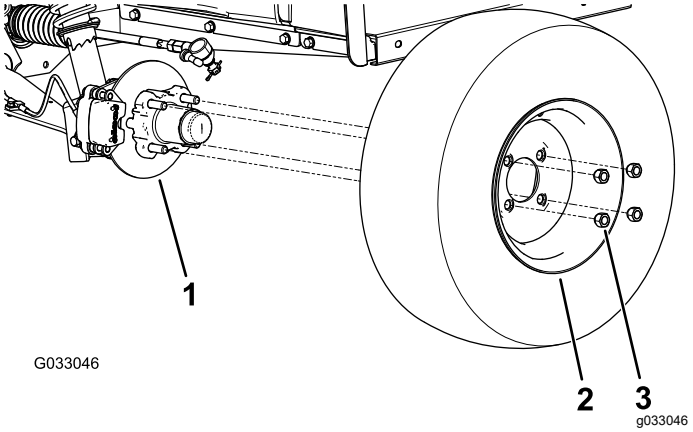

Figur 28
2. Ta bort de fyra hjulmuttrar som håller fast hjulet vid navet (Figur 28).
4. Rikta in hålen i hjulet med tapparna i navet, och montera hjulet på navet med ventilskaftet utåt (Figur 28).
5. Fäst hjulet vid navet med hjulmuttrarna (Figur 28).